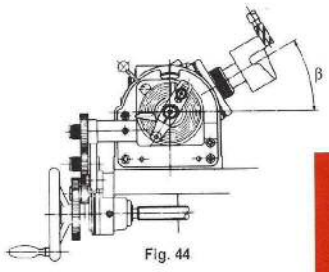

Fig. 44
b) Fraisage **avec la tête et le diviseur inclinés** pour les pas de cames ne pouvant pas être réalisés directement avec les roues à disposition (fig. 44).